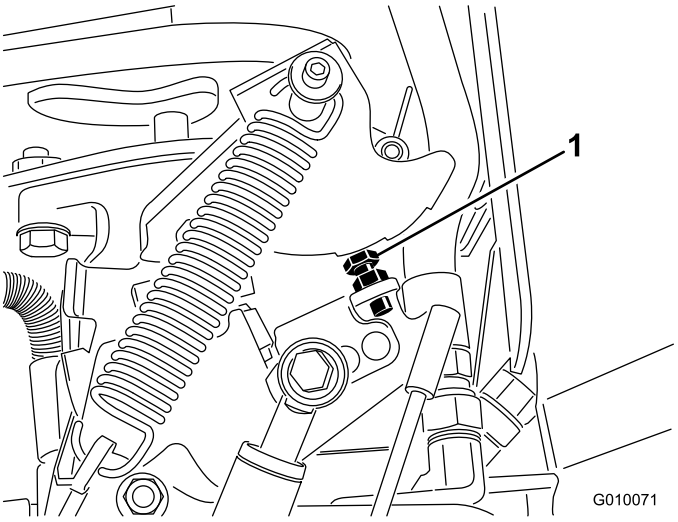

Figuur 67
5. Indien de insteekafstand moet worden ingesteld, moet u de aanslagbout van de pomp (Figuur 67) dichter naar de aanslagplaat draaien om de insteekafstand te verminderen of de aanslagbout van de aanslagplaat af draaien om de insteekafstand te vergroten.